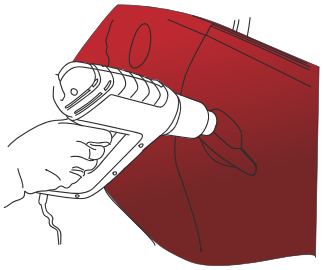

Figure 32
- La pose étant terminée, réchauffer à l'aide d'un pistolet thermique toutes les parties qui ont subi une forte déformation (FIG. 32). La température de chauffe doit être comprise entre 80 °C et 90 °C, la vérifier à l'aide du thermomètre laser (PISTLASER3).